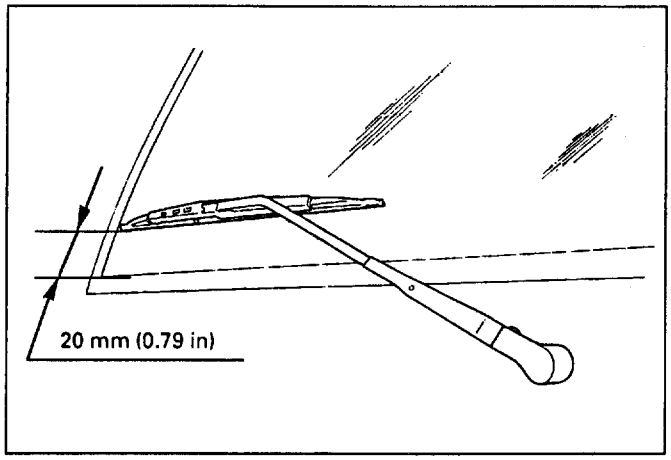

Fig. 8-274
2. Install the wiper arm & blade so that the blade is parallel to the lowermost heat wire of the rear defogger (w/rear defogger). (Fig. 273) or position the blade 20 mm (0.79 in) from edge of windshield (w/o rear defogger). (Fig. 8-274)